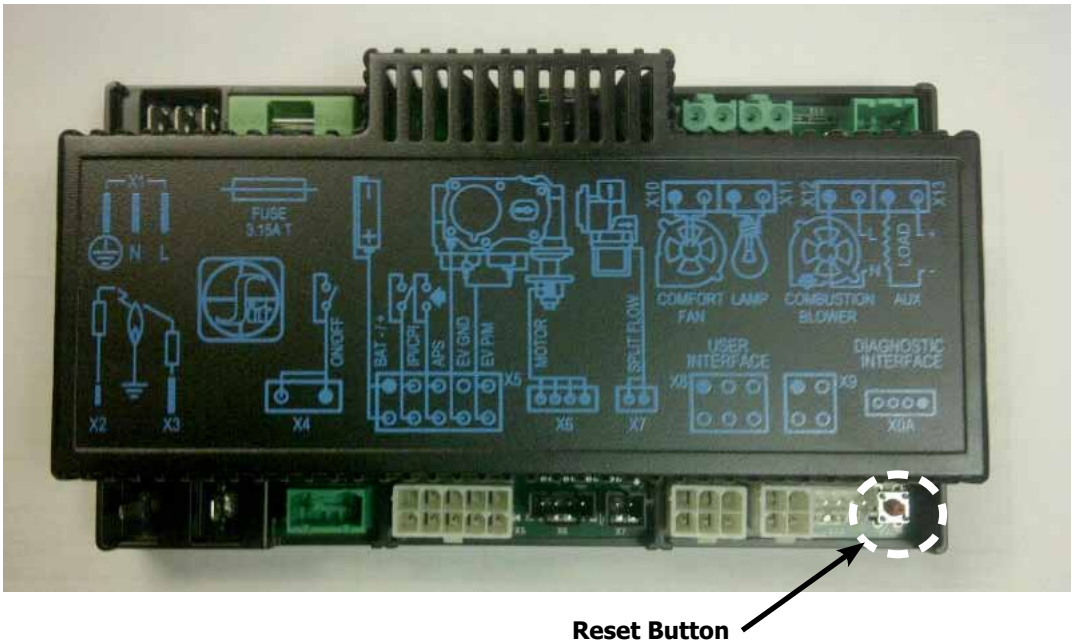

Figure 7: Integrated Fireplace Controller
The Proflame 2 IFC (Figure 7) connects directly to the gas valve, stepper motor, pilot and covection fan with a wiring harness. The IFC is mainly powered by 120 VAC but can also run off a battery backup four (4) AA type batteries for shorter periods of time. The IFC accepts commands via radio frequency from the Transmitter to operate the appliance in accordance with the particular Proflame 2 system configuration. The IFC has a red reset button at the front right corner that is used is to synchronize the Transmitter when using the for the first time, or after the batteries have been replaced.
Install the four (4) AA batteries into the IFC battery holder. Note the polarity of the battery and insert into the battery bay as indicated on the body of the battery holder. Press the reset button on the IFC marked "SW1" (see Figure 7).